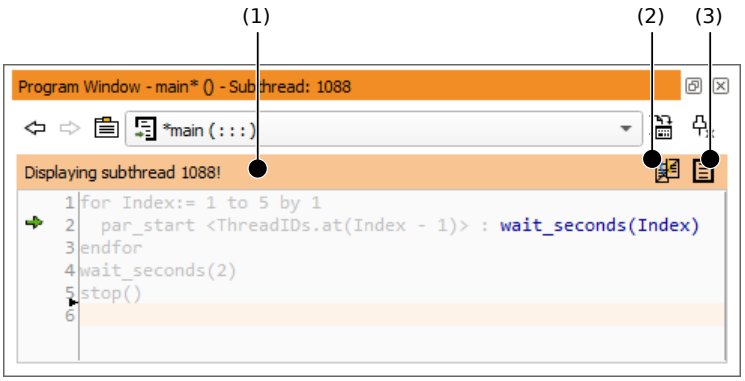

Figure 8.5: Selected subthread in the program window.
Single-stepping over a program line containing a `par_start` will initialize the corresponding thread without actually starting it. To debug a specific thread, press F7 when the PC is on the corresponding `par_start` line. This will automatically make the new subthread the selected thread. If the PC is already past the invocation line, first select the thread in the thread view window. This will automatically display the correct procedure in the program window, with the PC on the first line if the thread was started by a procedure call. For threads started by an operator call like in the example above, the PC will be located on the corresponding call, and the rest of the program will be grayed out (see figure 8.5). The notification line (1) in the program window shows the thread ID of the selected subthread, and allows fast access to the thread view window (2). Clicking (3) switches back to the main thread.